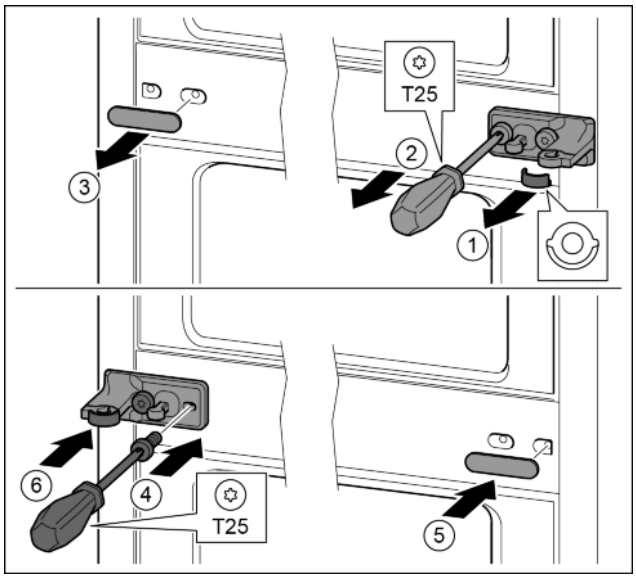

Fig. 32
▶ Remove the washer. *Fig. 32 (1)*
▶ Remove the screws with the T25 screwdriver. *Fig. 32 (2)*
▶ Remove the cover carefully. *Fig. 32 (3)*
▶ Screw the bearing bracket and the film rotated 180° firmly onto the other side. *Fig. 32 (4)*
▶ Attach the cover rotated 180° onto the other side. *Fig. 32 (5)*
▶ Push the washer in from the front. *Fig. 32 (6)*